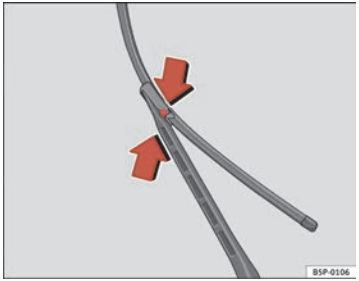

Fig. 168 Changing the front wiper blades
– Push the side buttons, free the blade and pull in the direction of the arrow ⇒ fig. 168